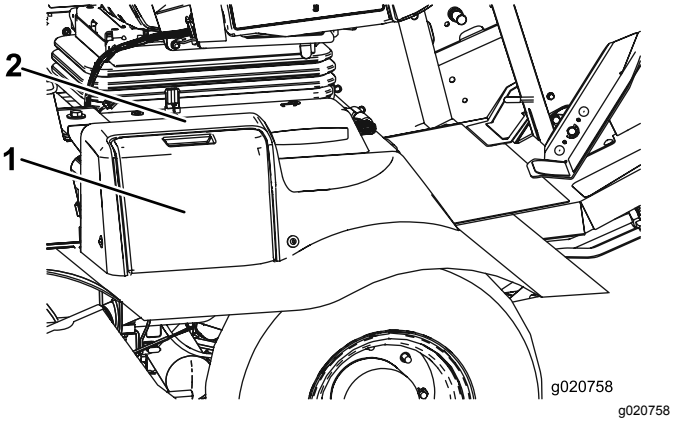

Figur 80
1. Åpne batteridekselet på siden av kabinettet (Figur 80).
Merk: Trykk ned på den flate overflaten over batteridekselet for å gjøre det enklere å fjerne dekselet (Figur 80).